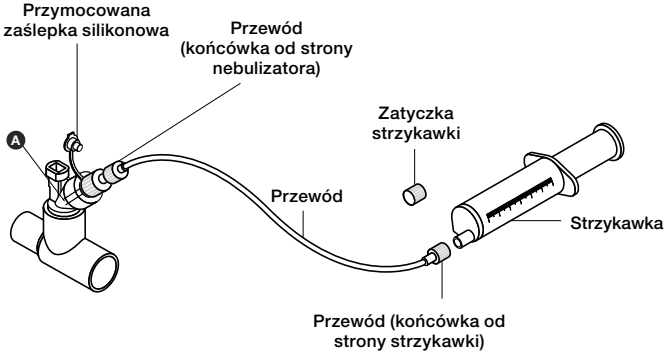

Rysunek 17. Zestaw przewodów do nebulizacji ciągłej.
7. Umieścić strzykawkę napełnioną lekiem w strzykawkowej pompie infuzyjnej (Rysunek 17 nie przedstawia pompy) i ustawić odpowiednią szybkość przepływu (w celu uzyskania wskazówek zapoznać się z instrukcją obsługi pompy lub skontaktować się z jej producentem).